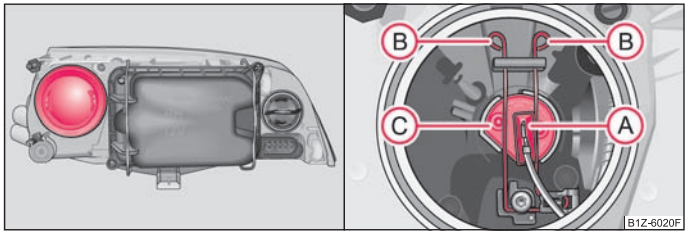

Fig. 150 Couvercle de protection des ampoules des feux de route/démontage des ampoules des feux de route
- Retirer le capuchon de protection de la partie arrière du bloc optique avant ⇒ fig. 150, à gauche.
- Débranchez la fiche (A).
- Poussez l'étrier en fil de fer (B) en direction du phare puis décrochez-le en le tirant sur le côté.
- Sortez l'ampoule (C) et mettez-en une neuve de sorte que les ergots de fixation du socle de l'ampoule viennent prendre dans les découpures du réflecteur.